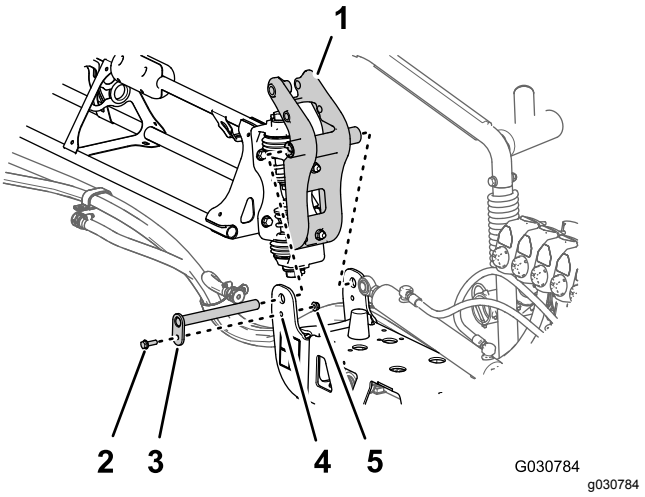

Figur 121
3. Juster bøsningerne i drejefittingen, så de passer med hullerne i flangerne på aksebeslaget ved enden af midtersprøjtesektionen (Figur 121).